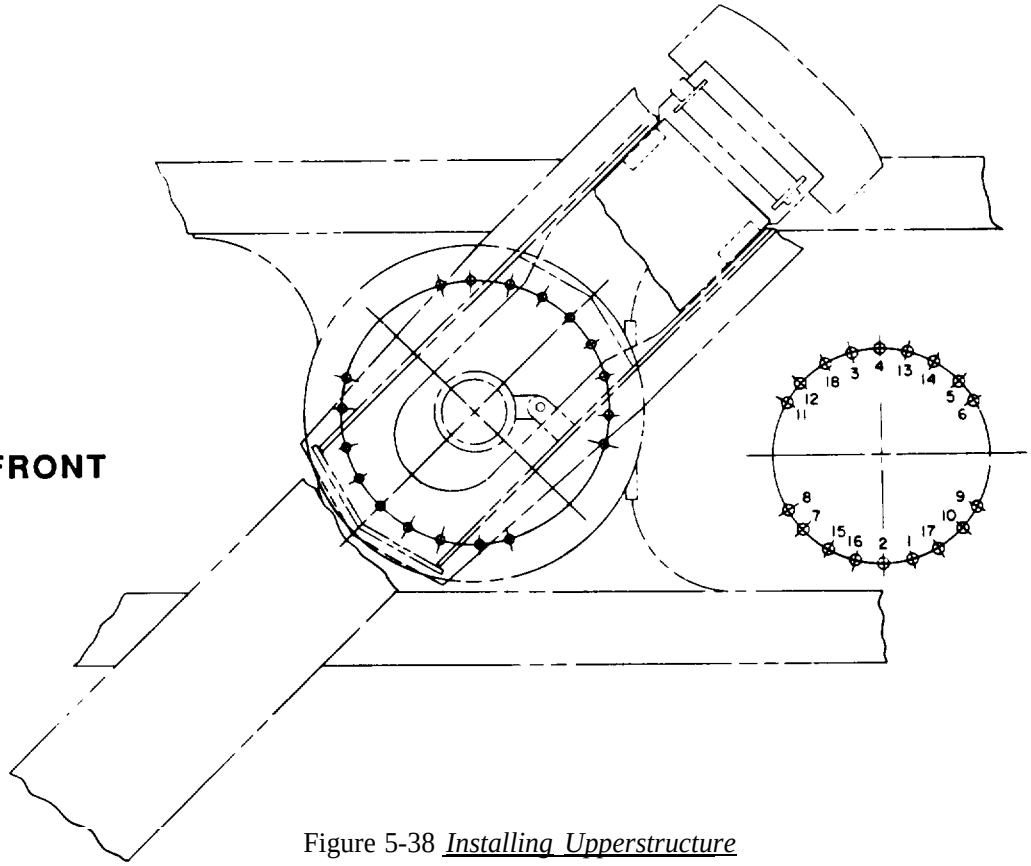

Figure 5-38 *Installing Upperstructure*
3. By pushing on lift arm and pulling with tether rope, manually swing upperstructure into mounting position with boom pointing in a 10 o'clock direction on left side of carrier (Figure 5-38).
1. Align the upperstructure and swing bearing by manually starting four mounting capscrews and eight washers into the outside comer holes 6, 8, 9 and 11 (Figure 5-38). Lower upperstructure to swing bearing.